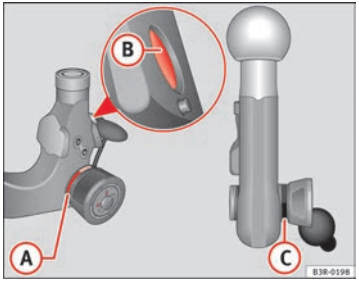

Fig. 154 Removable towing bracket: Ball joint ▶
– Check that the red marking (A) ⇒ page 202, fig. 154 on the knob is inside the black zone marked on the ball joint.
– Check that the locking pin (B) is inside the holes in the shaft section of the ball joint.
– Check that the knob protrudes visibly from the ball joint, so that there is a clear gap (C) between the knob and the ball joint.